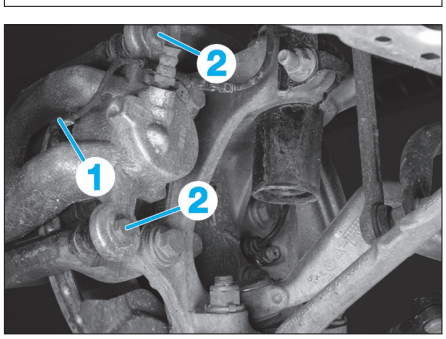

Fig. 1
• Côté gauche, déposer le capteur d'usure (1) des plaquettes de frein **(Fig.1)**.
• Déposer les vis de guidage (2) et dégager l'étrier de frein.